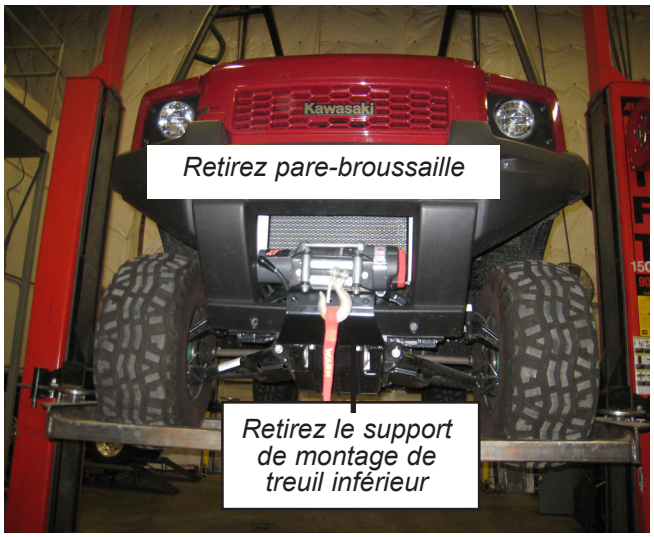

*Figure 1*
1. Le véhicule doit être préparé avant d'installer le kit de montage de lame. Retirez du pare-broussaille avant la grille de protection en plastique ou tout pare-chocs de rechange que vous auriez installé. Ils risquent de gêner le fonctionnement de la lame. Si le véhicule est équipé d'une plaque de montage Warn, il faudra retirer la moitié inférieure de la plaque de montage avant de pouvoir enlever la grille de protection en plastique. Voir figure 1.